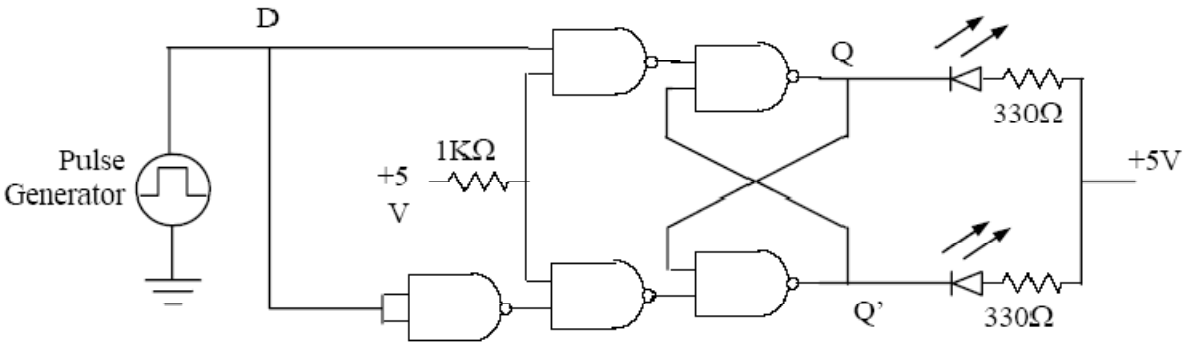

Fig. 9.3
2. Modify the basic RS latch into a D latch by adding the steering gates and the inverter shown in Fig.9.3 Connect the D input to the pulse generator of the CADET and set it at 1 Hz. Connect the enable input to a high through 1k resistor. Observe the output; obtain the truth table experimentally then change the enable to a low.